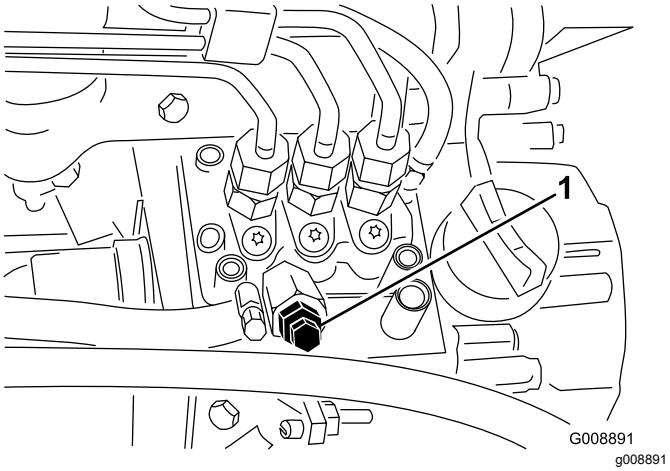

**Figuur 85**
4. Draai de ontluchtschroef op de brandstofinjectiepomp open (Figuur 85).